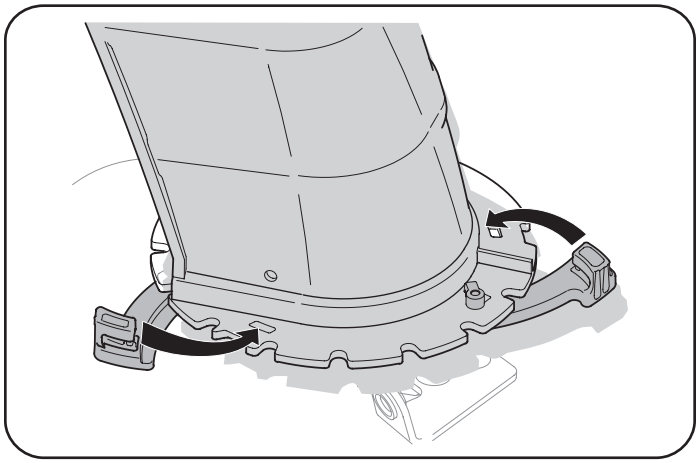

Figura 10
2. Cierre los fijadores de brida para sujetar el conjunto del canal a la base del canal. Los fijadores de brida emiten un chasquido cuando están bien asegurados. Consulte Figura 10.